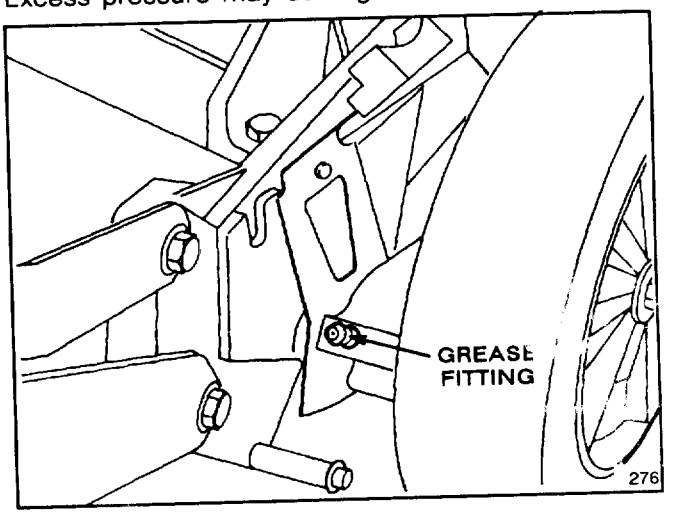

Figure 18
2. SELF-PROPELLED MODEL ONLY—Move rear wheel height-of-cut levers to "C" setting. Wipe grease fittings with clean rag (Fig. 18). Install grease gun onto fitting and gently apply 1 or 2 pumps of #2 Multi-Purpose Lithium Base Grease. Excess pressure may damage seals.